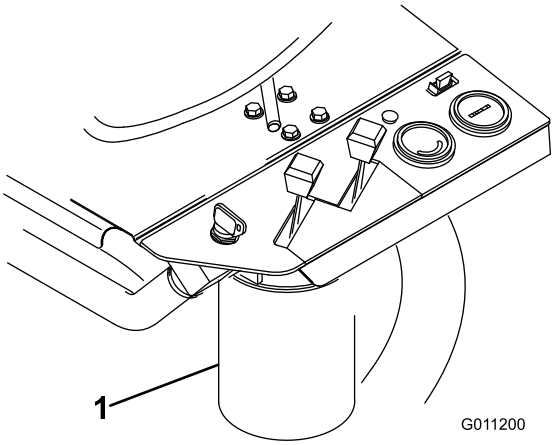

Figur 51
2. Rengør det område, hvor filteret monteres (Figur 51). Anbring en drænbakke under filteret, og afmonter filteret.